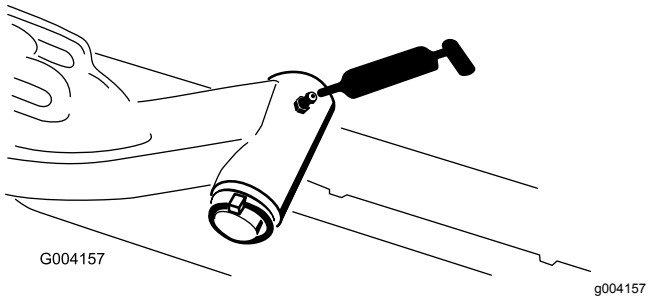

Figur 66
- Lyftarmens svängaxel (1 var) (Figur 66)